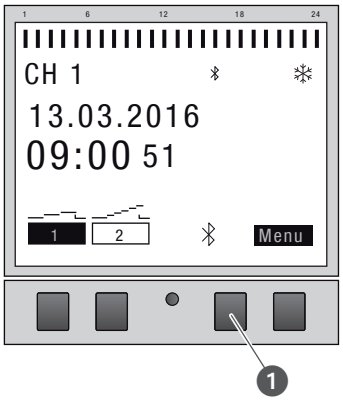

Afb. 20: Bluetooth-verbinding aan de verdeelkast-schakelklok opbouwen
1. De Bluetooth-toets (Afb. 20/❶) aan de verdeelkast-schakelklok indrukken.